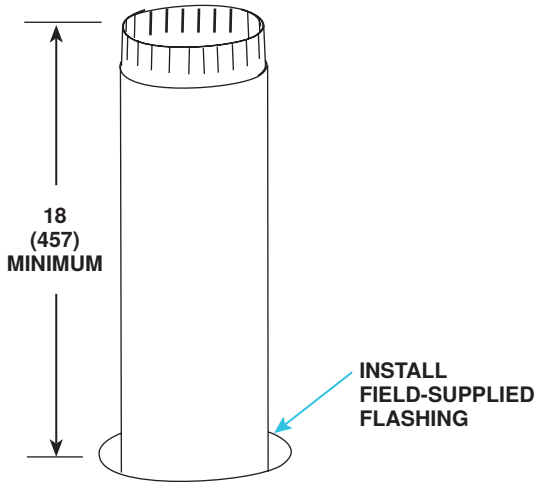

Figure 21. Combustion Air Pipe Through Roof
a. Insert combustion air pipe through roof as shown in **Figure 21**.